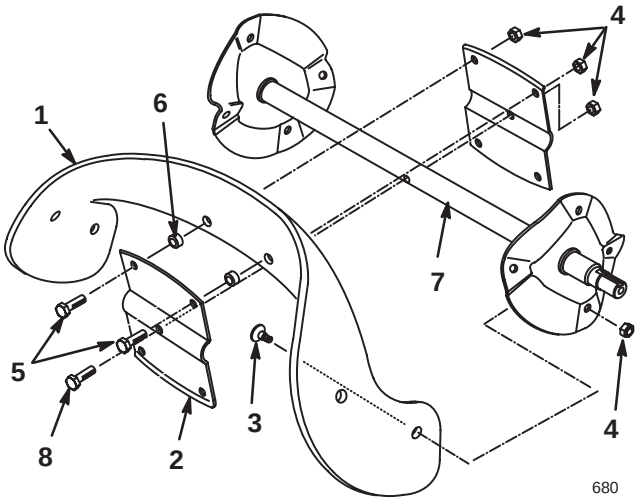

Figur 20
1. Avlägsna de fyra torxskruvarna och de fyra låsmuttrarna som fäster rotorbladets ytterkanter vid rotorspindeln (figur 20).
2. Ta loss de två sexkantskruvarna och de två låsmuttrarna som håller fast bladets centrum vid rotorhalvorna (figur 20).
3. Lossa sexkantskruven som håller rotorhalvorna vid matarskruven (figur 20).
4. Dra ut rotorbladet mellan rotorhalvorna (figur 20).